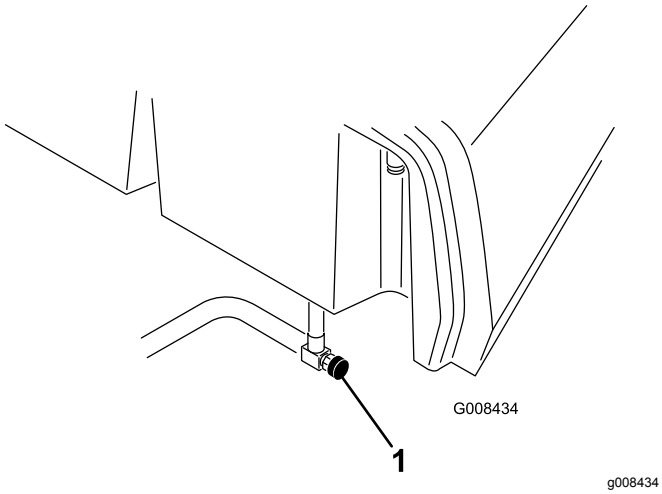

Figur 38
1. Luk brændstofafbryderventilen (Figur 38) under brændstoftanken.